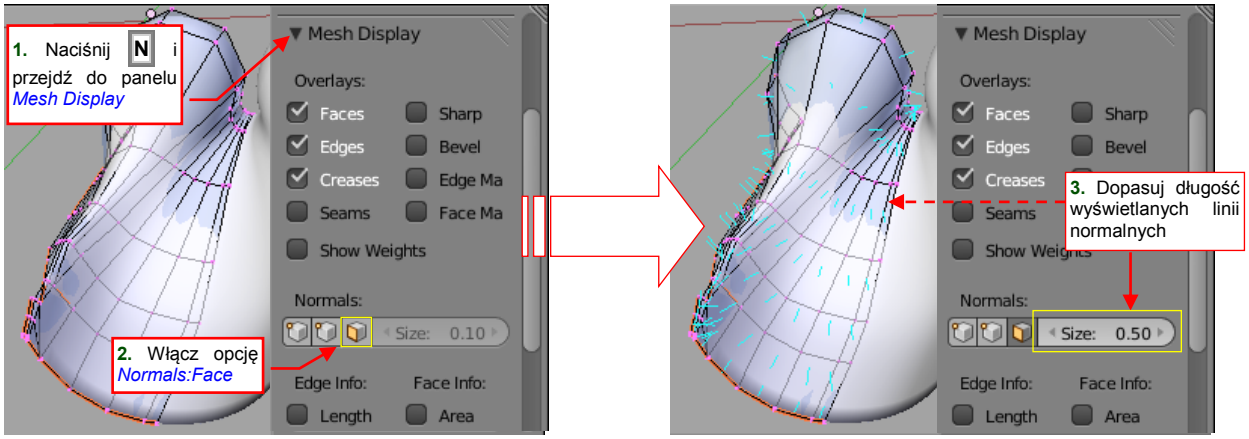

Rysunek 6.33.1 Włączenie wyświetlania kierunków normalnych do ścian siatki
Aby włączyć wyświetlanie normalnych do ścian siatki, otwórz *Properties Shelf* (N) i przejdź do panelu ***Mesh Display*** (Rysunek 6.33.1):
Włącz w nim opcję ***Normals:Face***, w środkach każdej ściany pojawią się błękitne kreski (Rysunek 6.33.1). Zazwyczaj będziesz musiał je nieco wydłużyć, korzystając z kontrolki ***Normal Size***.